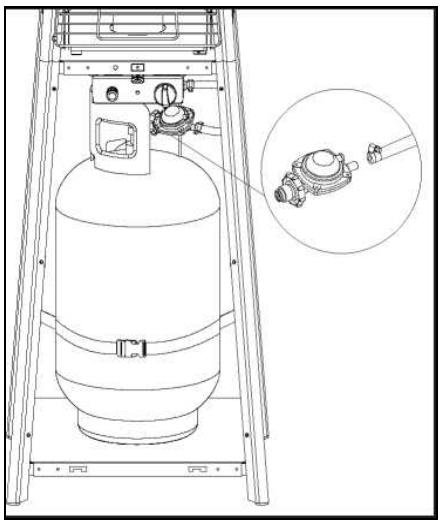

Рис. 14. Установка и соединение газового баллона.
10. Соедините газовый шланг с блоком управления (K) и регулятором (I) с помощью червячных хомутов и затяните с помощью отвертки, как показано на Рис.14.